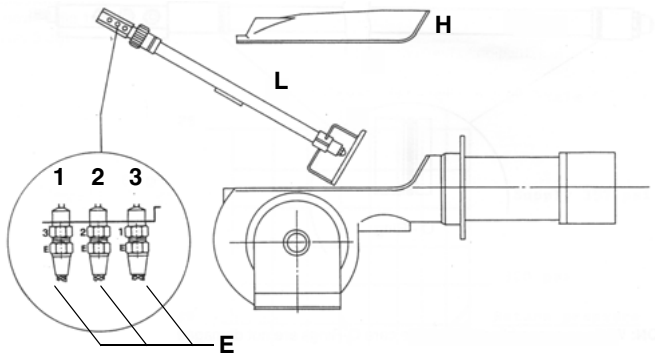

Fig. 14
- Svitare i connettori nafta **E** (Fig. 14) che fissano i flessibili nafta alla lancia L e rimuovere il gruppo completo come mostrato in figura.